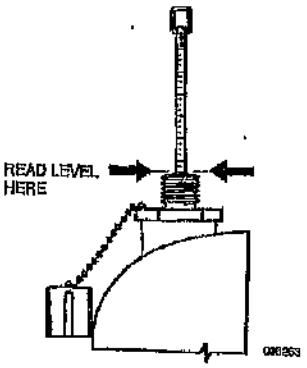

FIGURE 2
c. Read the measurement on the tape directly at the top of the plastic sleeve in the measuring device housing (see Figure 2). Record this measurement and note the temperature of the tank module.